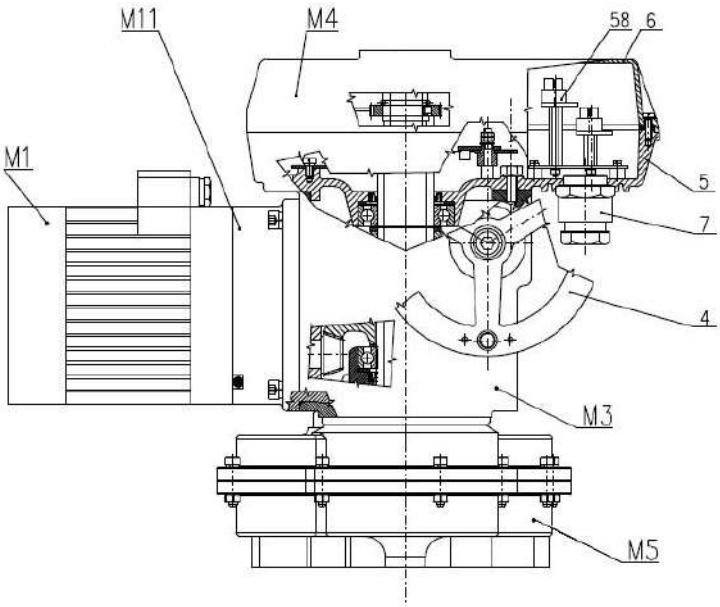

Рис.1
Электропривод АРМАТЭК-МО состоит из следующих модулей (рис.1):
- блок положения (11);
- блок сигнализации с передаточным звеном (12);
- блок моментного выключения (9);
- блок датчика БСПТ (33);
- отопительный элемент (16) с тепловым реле (15)
- реверсивные контакторы (13);
- электрическое включение через клеммные колодки (58), расположенные в коробке управления, и кабельных концевых втулок (7) (рис.1), или коннектора с кабельными концевыми вводами